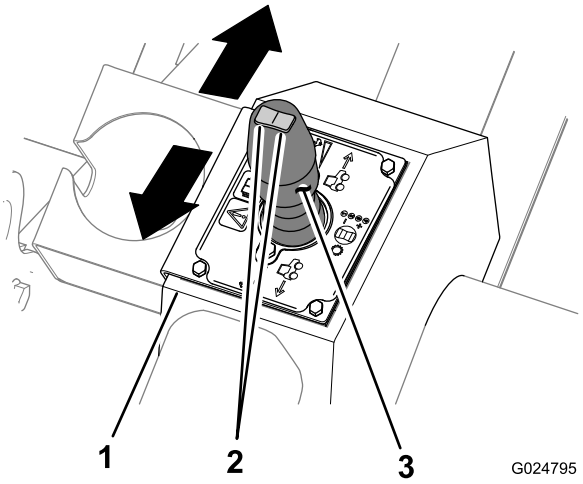

Bild 14
Mit dem Joystick für den Nutzgeräteantrieb ändern Sie beim Grabenziehen, Pflügen oder Bohren die Fahrtrichtung und Geschwindigkeit der Maschine (Bild 14). Je mehr Sie den Joystick in eine Richtung bewegen, desto schneller fährt die Maschine in dieser Richtung.
- Bewegen Sie den Joystick für den Nutzgeräteantrieb nach vorne, um die Maschine vorwärts zu bewegen (Bild 14).
- Bewegen Sie den Joystick für den Nutzgeräteantrieb nach hinten, um die Maschine rückwärts zu bewegen (Bild 14).
- Stellen Sie den Joystick für den Antrieb in die mittlere (neutrale) Stellung, um die Maschine anzuhalten (Bild 14).
Der Schalter für die Gangauswahl befindet sich oben am Joystick für den Nutzgeräteantrieb (Bild 14). Sie wählen mit ihm den Gang aus.